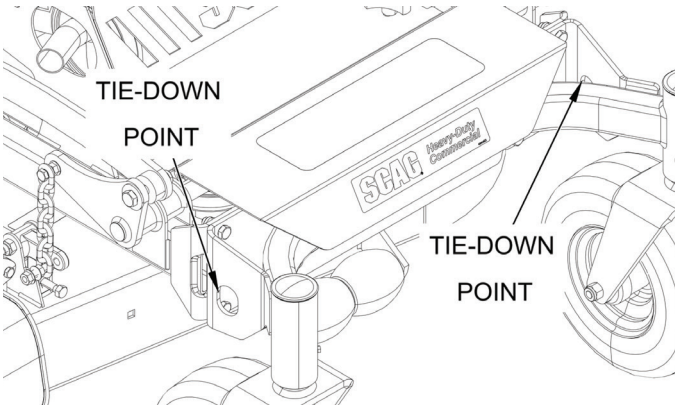
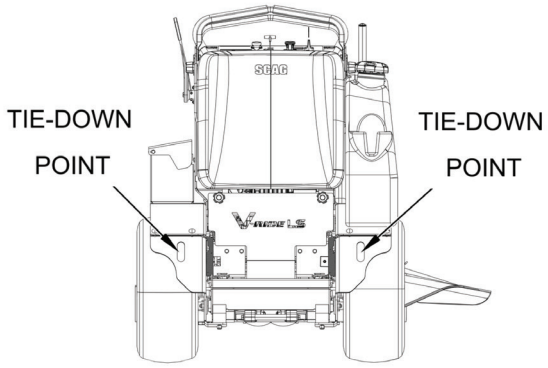

Figure 2-3. Front Tie-Down Points
Figure 2-4. Rear Tie-Down Points
11. Tie the machine down securely using straps, chains, or cables. Both the front and rear straps must be directed down and outward from the machine. Refer to local ordinances for tie-down requirements before use. See Figure 2-3 and Figure 2-4.